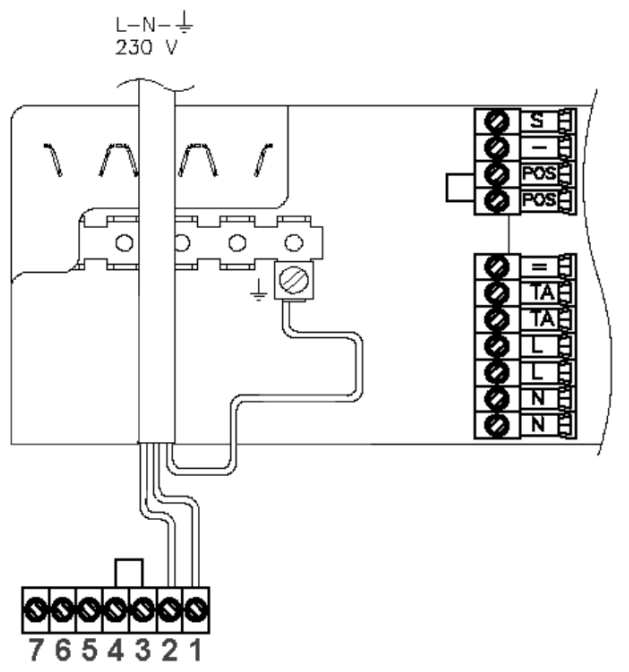

Fig. 16
4.7.3 CONNECTING THE MAINS (230V) INPUT (see fig. 16)
Remove the terminal block cover as described in 4.7.2. Pass the cable through the cable anchorage (see fig. 16). On the terminal block there are 7 terminals from Right to Left they are:
Connect the supply cable wires (LIVE and NEUTRAL) to their corresponding terminals on the appliance terminal block. Connect the EARTH wire to the EARTH block (see fig. 16) ensuring that it's left slightly longer that the others, this will prevent strain on the EARTH wire should the cable become taut.